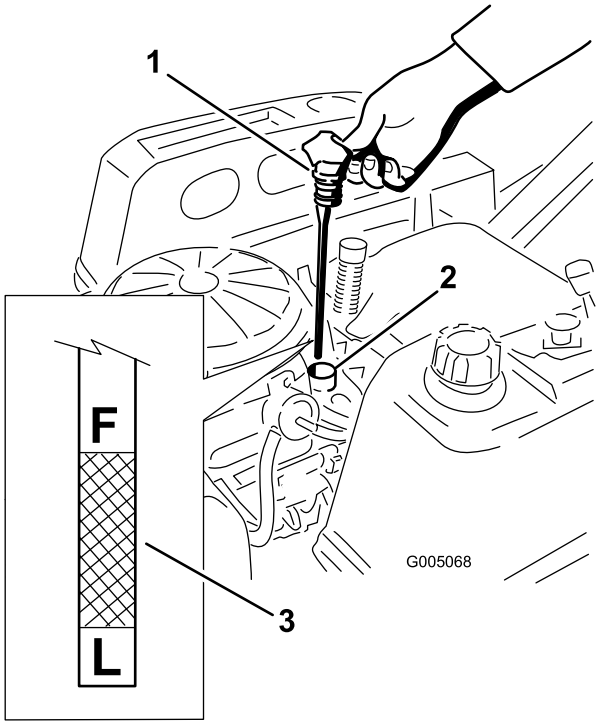
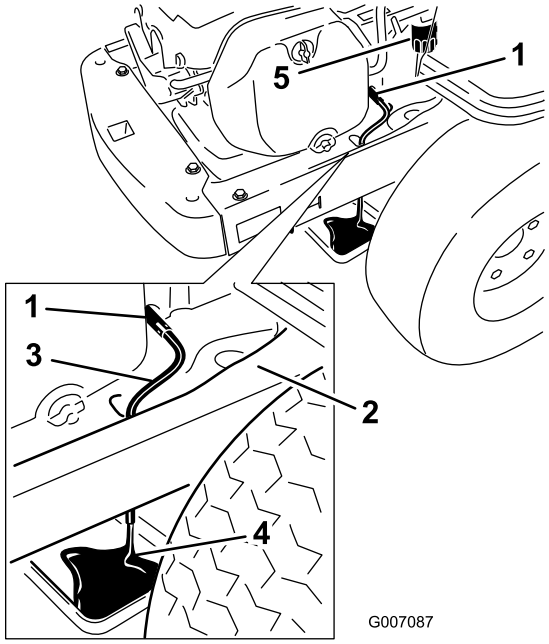

Figur 32
Figur 34
4. Dra upp och ta bort oljepåfyllningslocket/oljestickan; torka av oljan. Sätt tillbaka oljestickan och tryck ned den ordentligt på plats (Figur 32).
5. Ta ur oljestickan och kontrollera oljenivån. (Figur 32).
6. Placera ett kärl under maskinen, direkt under tömningsslangen, enligt Figur 34.
7. Vrid tömningsventilen ett fjärdedels varv motsols för att öppna den och låt oljan rinna ut (Figur 34). Ta bort oljepåfyllningslocket/oljestickan och skruva åt den ordentligt (Figur 32).
9. Ta bort det gamla filtret och torka av monteringsmellanlägget (Figur 34).
10. Stäng tömningsventilen när oljan har runnit ur helt. Ta bort oljetömningsslangen och torka upp överflödig olja på ramen (Figur 34).
14. Häll långsamt i cirka 80 % av angiven olja i påfyllningsröret (Figur 32).
15. Sätt i oljestickan och tryck ned den ordentligt på plats (Figur 32).
16. Kontrollera oljenivån (Figur 32); se Kontrollera oljenivån i motorn.
18. Sätt i oljestickan och tryck ned den ordentligt på plats (Figur 32).